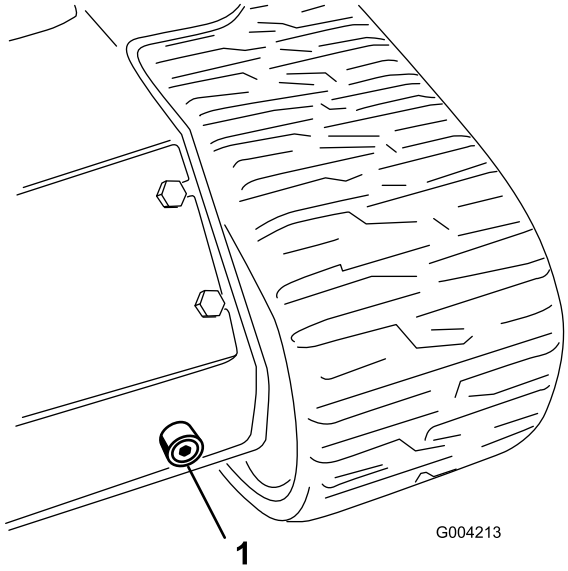

Figuur 60
6. Plaats een grote opvangbak (geschikt voor ruim 50 liter) onder de aftapplug aan de voorzijde van de tractie-eenheid (Figuur 60).
7. Verwijder de aftapplug zodat de olie in de opvangbak kan lopen (Figuur 60).